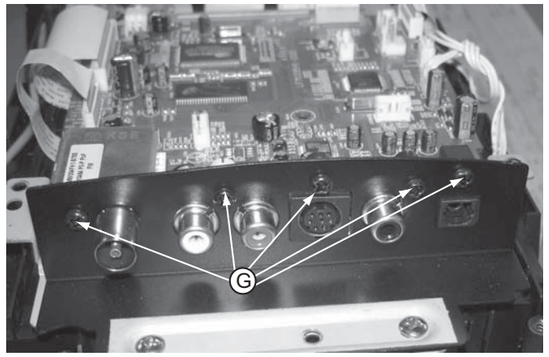

Figure 7
2) Loosen 5 screws “G” at the main board jack bracket to remove the main board as shown in figure 7.